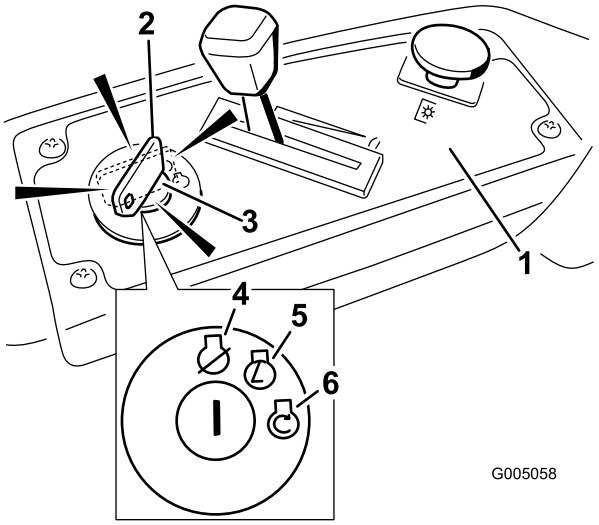

Bild 12
4. Drehen Sie den Zündschlüssel auf Start, um den Anlasser zu aktivieren. Lassen Sie den Schlüssel los, wenn der Motor anspringt (Bild 12).
2. Stellen Sie den Gasbedienungshebel zwischen Halb- und Vollgas (Bild 12).